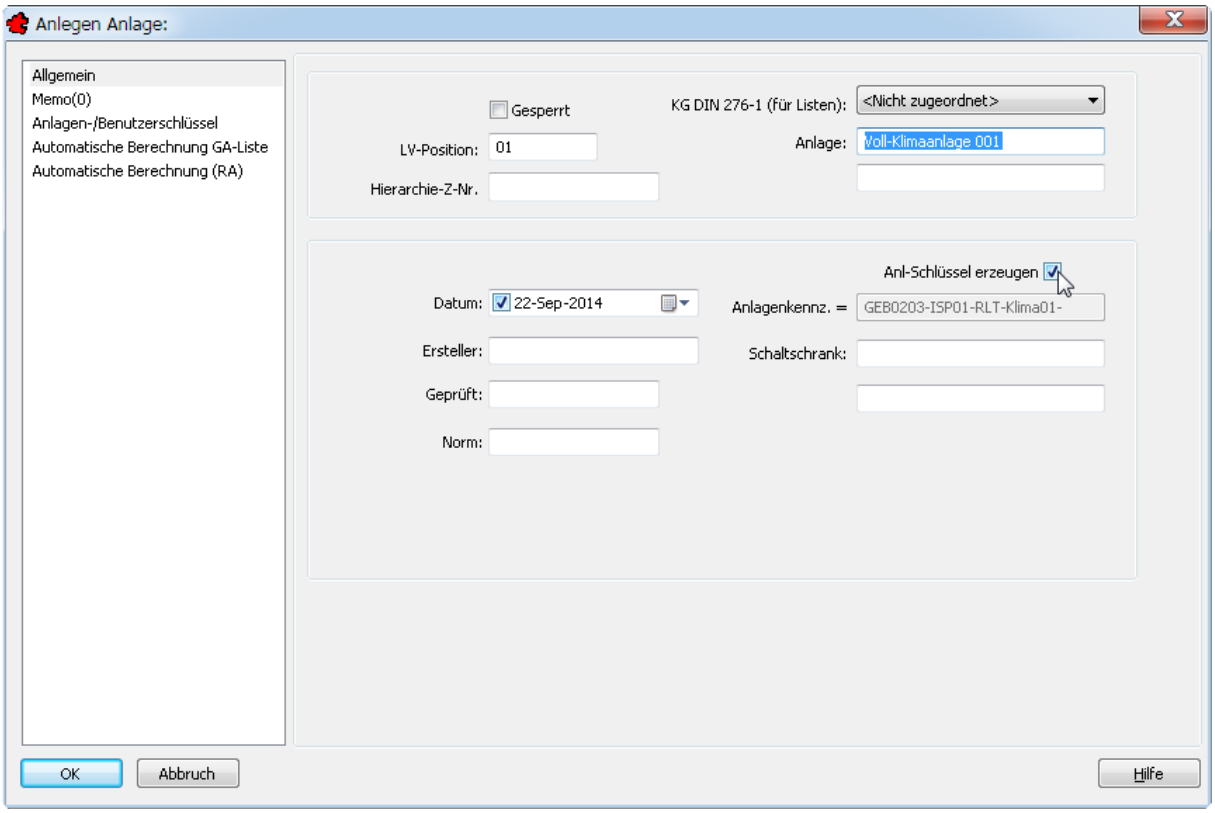

Bild 24.12 – Der fertige Anlagenschlüssel wird auf Automatik gesetzt
- Aktivieren Sie das Optionsfeld *Anl-Schlüssel erzeugen*, so wird der Anlagenschlüssel automatisch aus allen vorigen Angaben erzeugt. Das Editierfeld *Anlagenkennz*. darunter wird ausgefüllt und zugleich deaktiviert (Abb. 24.12).